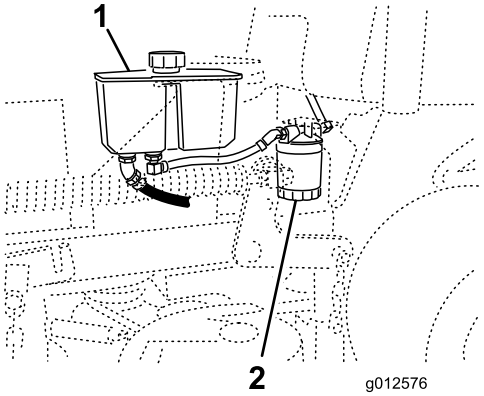

Figura 76
3. Individuate il filtro e collocate una bacinella di spurgo sotto il filtro (Figura 76).